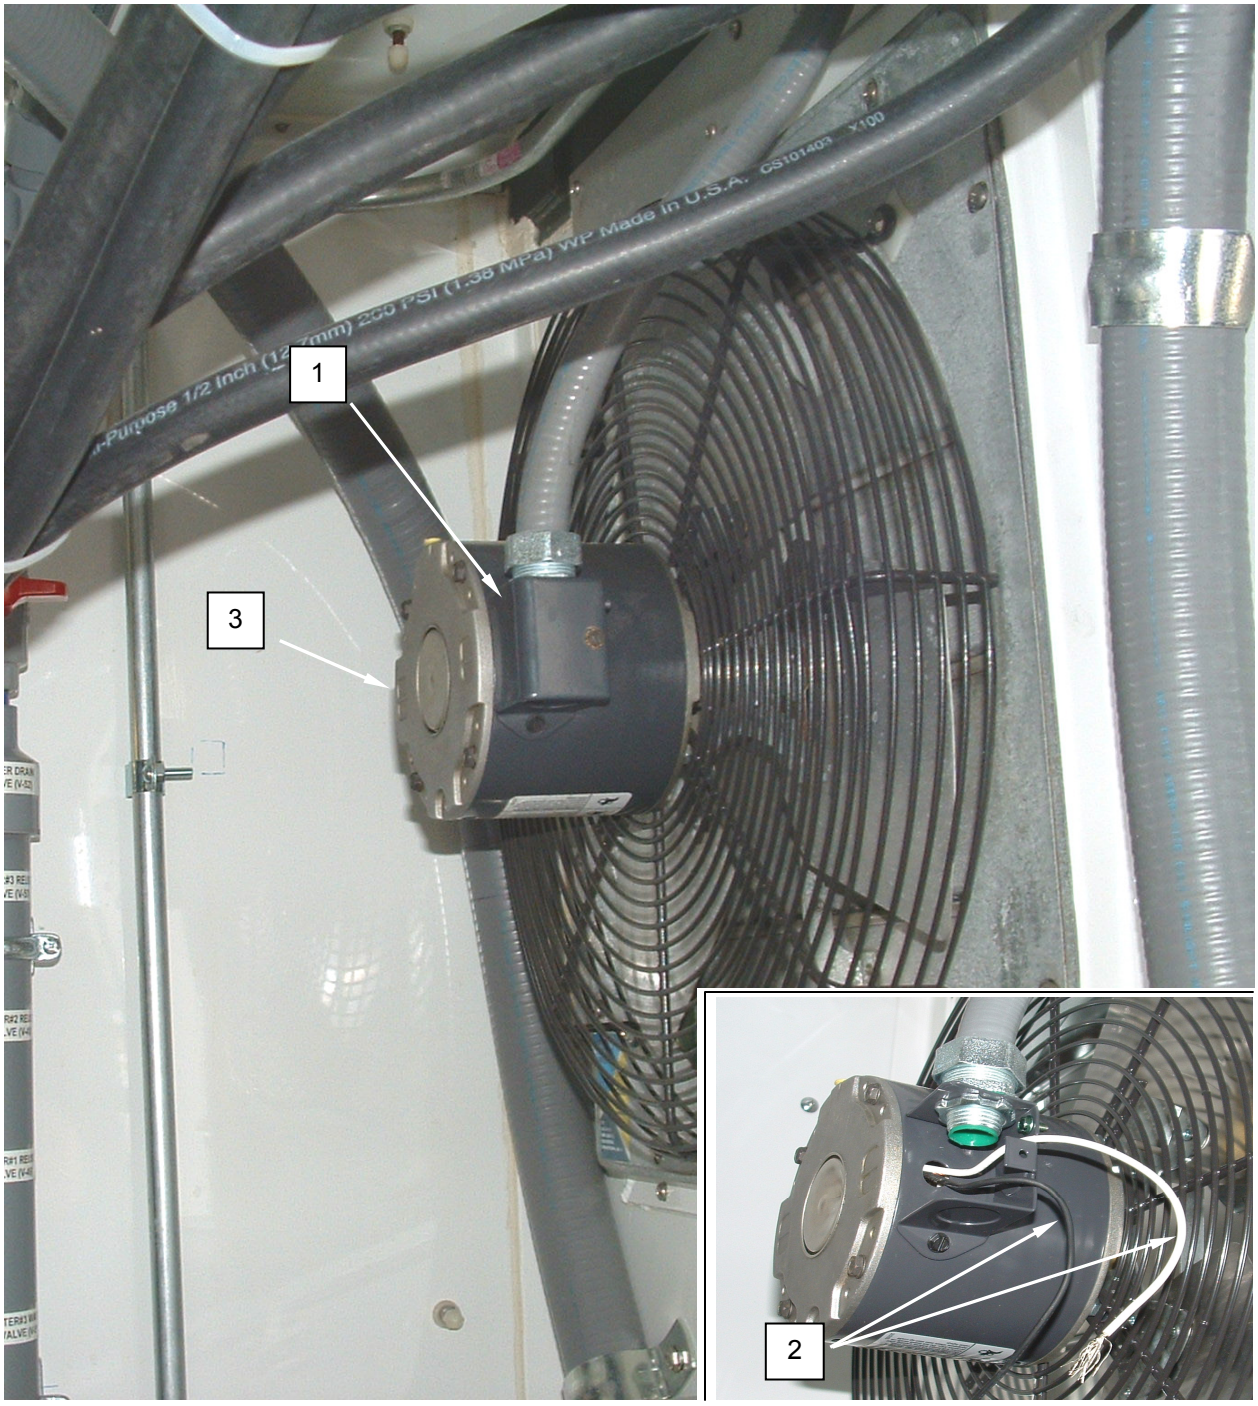

Figure 1. Test the Exhaust Fan.
2. Remove screws retaining junction box cover **(Figure 1, Item 1)** and remove cover.
3. Tag and disconnect wiring **(Figure 1, Item 2)** from fan motor. The wiring may need to be cut.
4. Use an ohmmeter to test for 0 - 10 ohms resistance between motor leads **(Figure 1, Item 2)**.
5. Use an ohmmeter to test for infinite resistance between each motor lead **(Figure 1, Item 2)** and ground.
7. If tests are satisfactory, re-connect wiring to fan motor **(Figure 1, Item 3)** as tagged.
8. Place junction box cover **(Figure 1, Item 1)** into position, and retain with screws.